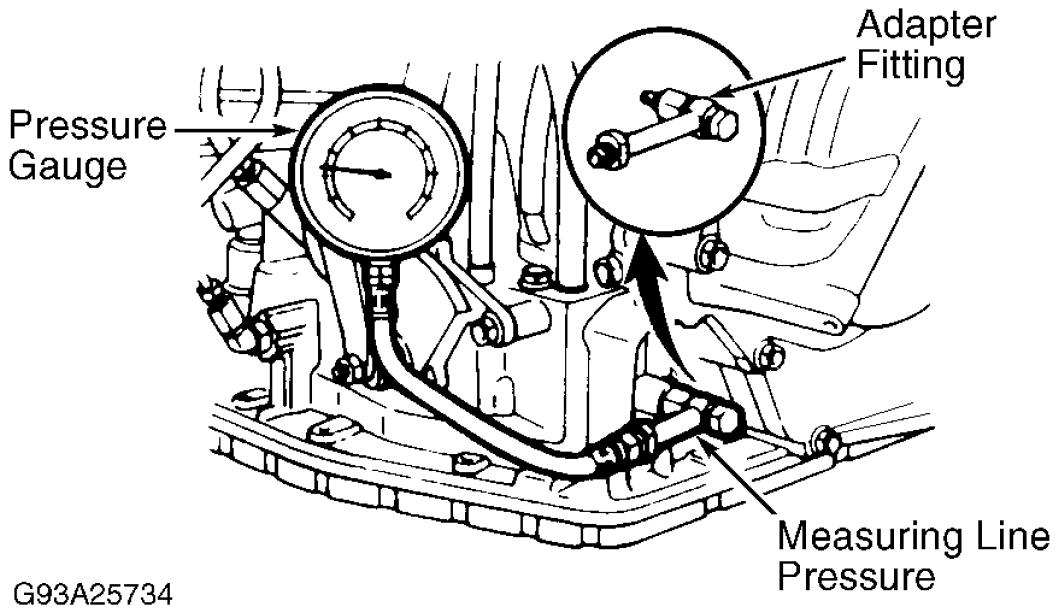

Fig. 5: Checking Hydraulic Pressure
1. Ensure transmission fluid is at operating temperature. Raise and support vehicle. Remove transaxle case test plug and install pressure gauge. See **Fig. 5** . Lower vehicle and block all wheels.